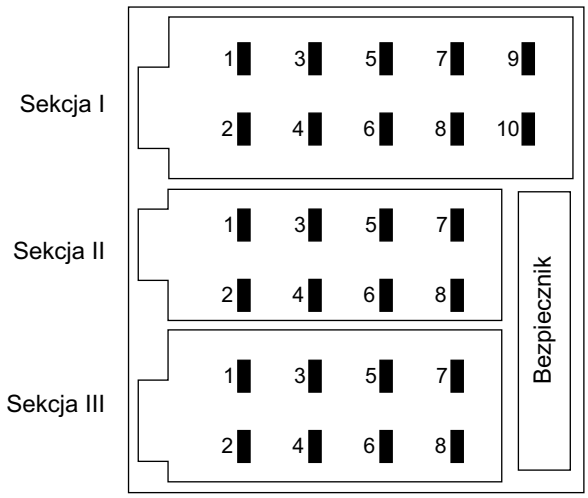

Rys.1.
1. Gniazdo ISO Grundig 1 (rys.1)